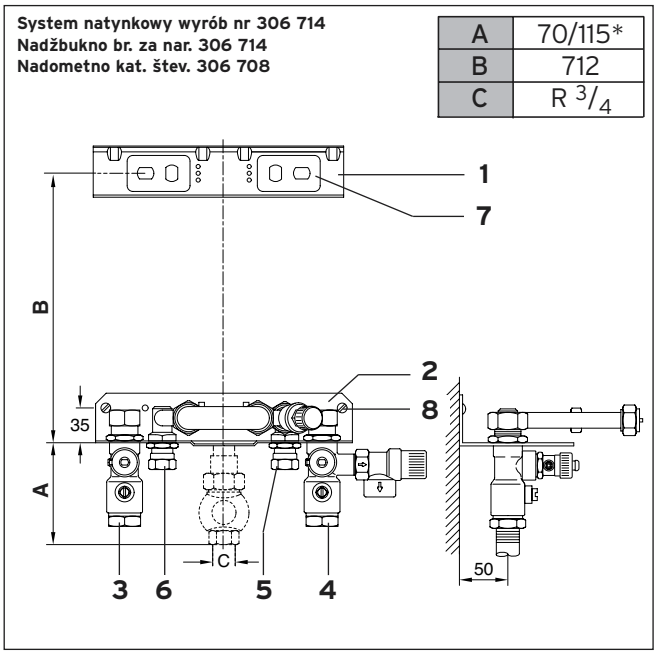

Rys. 3.7 Konsola przyłączeniowa VUW (instalacja natynkowa)
- Dodatkowo przy kotle typu VUW: zamontować przewody dopływu zimnej (**5**) i wypływu ciepłej wody (**6**) użytkowej na dolnej stronie kotła (p. rys. 3.7).
Objaśnienia do rys. 3.7